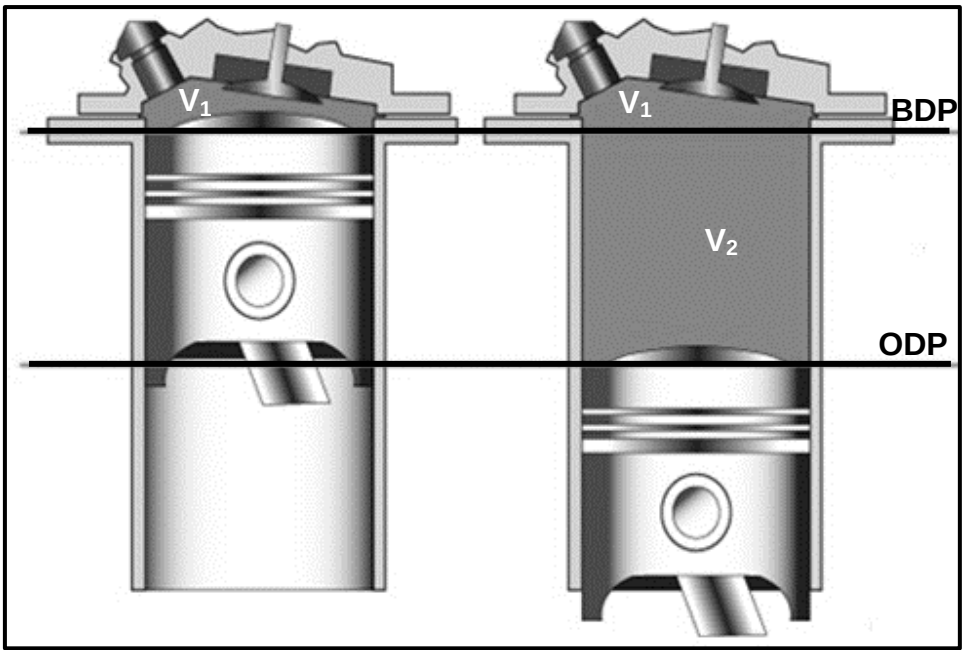

FIGUUR 7.3
7.3 FIGUUR 7.3 hieronder toon 'n silinder met 'n suier op BDP en dieselfde silinder met die suier op ODP. Die volgende inligting is van toepassing: